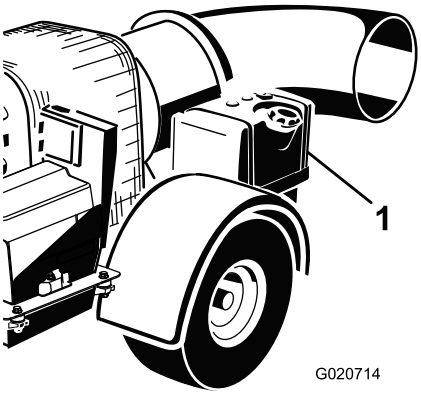

Figur 8
2. Rengør området omkring brændstoftankens dæksel, og fjern dækslet (Figur 8).